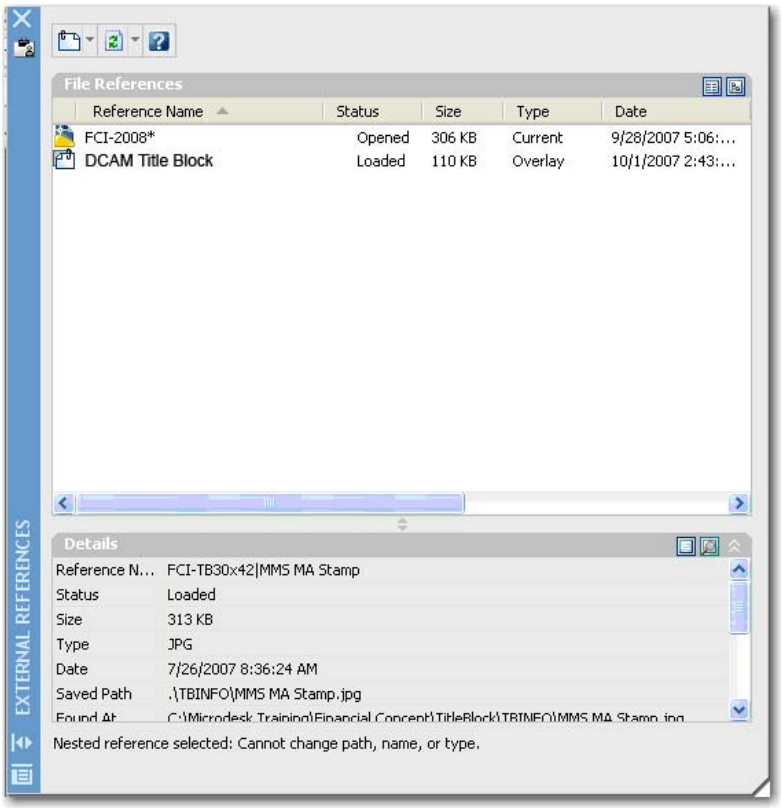

Figure 4.3.3
3. In the Xref Manager, click on the Titleblock Xref drawing (e.g. DCAM Title Block), as shown in **figure 4.3.3.**